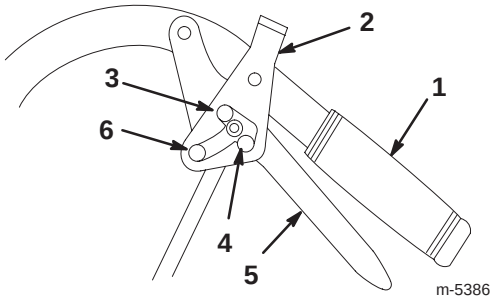

Figure 14
1. Squeeze the drive levers back (Fig. 14).
2. Place your thumbs on the upper part of the locks and move them forward in into the **Park** position (Fig. 14).
2. Place your thumbs on the upper part of the locks and move them rearward until they are in the **Drive** position (Fig. 14).
2. Place your thumbs on the upper part of the locks and move them rearward into the **Neutral Lock** position (Fig. 14).
2. Place your thumbs on the upper part of the locks and move them forward until they are in the **Drive** position (Fig. 14).